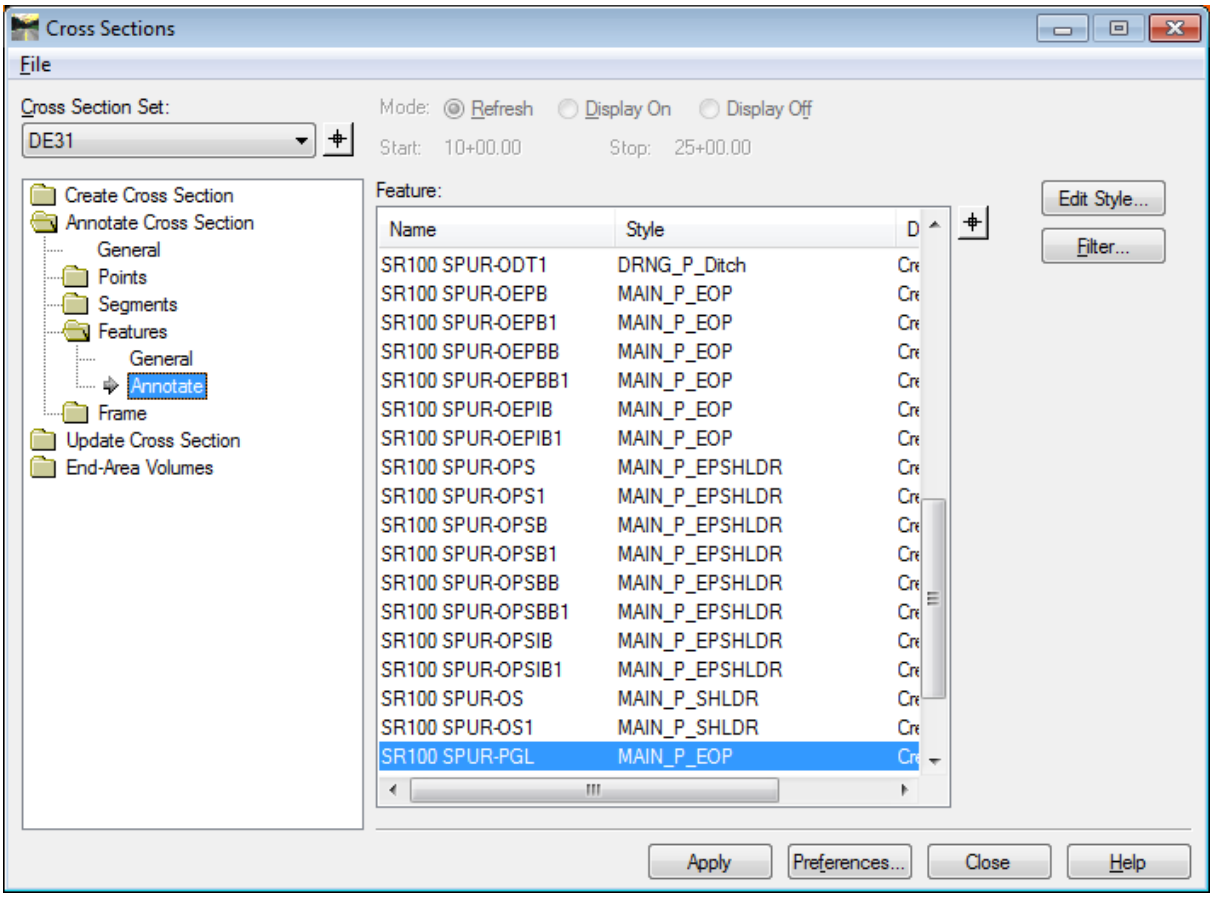

Figure L9-24 Annotate Cross Section
- In the **Annotate Cross Section** folder, make the **Features – Annotate** folder the active folder as shown in *Figure L9-24*.